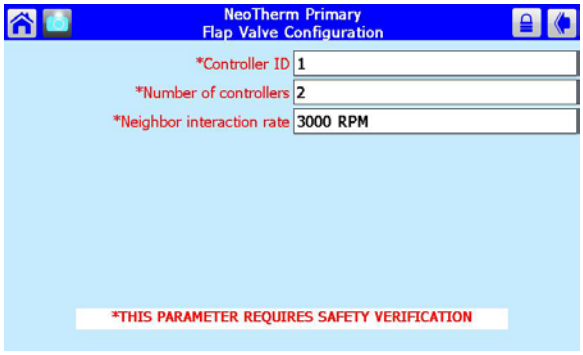

Fig. 43 - Verification Needed
2. If you make a change in any group that could affect the safe operation of the unit, the control system will ask you to "verify" the change before it is accepted. As an example, let's say that we wanted to change the configuration for one of the flap valves. See Fig. 43. A line printed in red at the bottom of the screen indicates that the system wants to do a safety verification. (All of the parameters in this group have safety-related functions. If you change any of them, you will have to do the verification for the whole group.)